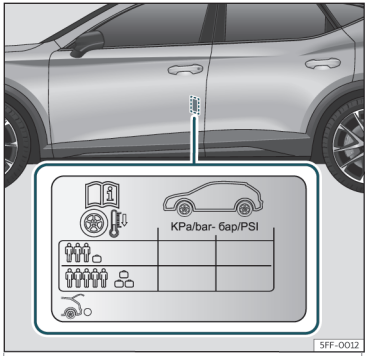

Fig. 193 Ubicación del adhesivo de la presión de inflado de los neumáticos.
- Adapte la presión de los neumáticos a la carga que lleva el vehículo››› fig. 193.
Los valores de la presión de inflado se indican en la etiqueta adhesiva situada en la zona posterior del marco de la puerta delantera izquierda››› fig. 193.
La presión de los neumáticos se debe adaptar a la carga actual del vehículo. Si el vehículo va a ir cargado al máximo, debe aumentar la presión de inflado al valor máximo de carga indicado en la etiqueta adhesiva ››› fig. 193.
En el caso de una rueda de emergencia minimizada (125/70 R18), inflar a 4,2 bar de presión según se indica en la etiqueta de presión de los neumáticos››› fig. 193.
- **El conductor es responsable de que todos los neumáticos del vehículo estén inflados a la presión correcta. La presión de inflado recomendada viene indicada en un adhesivo››› fig. 193.**
- **Con los neumáticos en frío, deberá mantenerse siempre la presión indicada en el adhesivo››› fig. 193.**